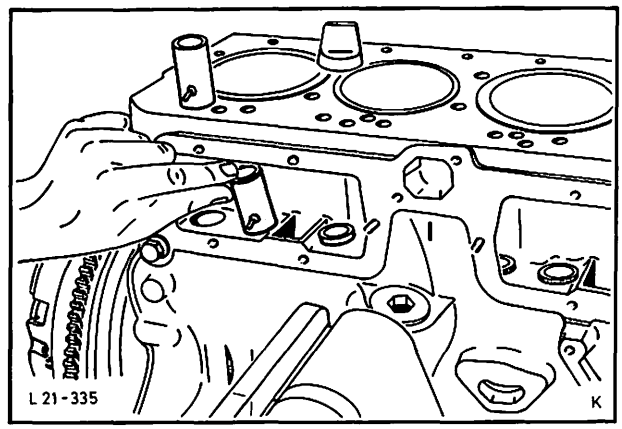

Abb. 72 Ventilstößel einsetzen
46. Ventilstößel einölen und in die gleichen Bohrungen wie beim Ausbau einsetzen, Abb. 72. Seitliche Verschlußdeckel mit Dichtung über Kreuz anschrauben.